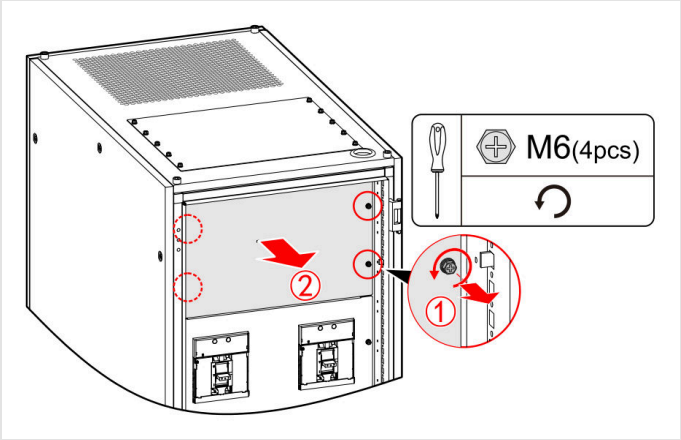

FIGURE 4-61 Remove the upper front cover plate (M6 × 4)
1. Remove the screws of the upper front cover plate (M6, 4 pieces) and remove the plate (Figure 4-61).